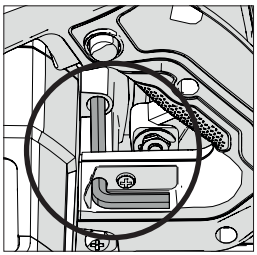

Fig. 1
- Localize a chave hexagonal de mudança de lâmina fornecida que está alojada na instalação de armazenamento fornecida (colocada de forma semelhante em todas as máquinas). **(Fig. 1)**